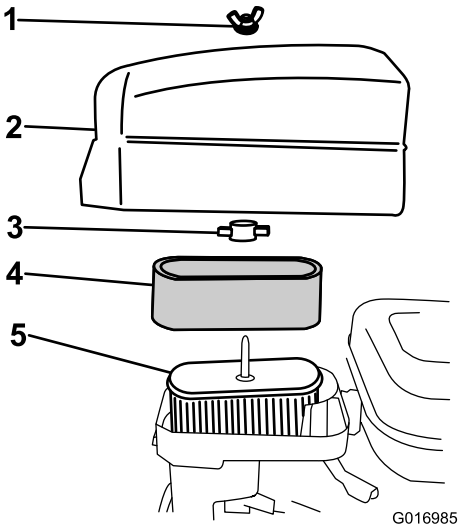

Figur 25
4. Hvis skumelementet er snavset, skal det fjernes fra papirelementet (Figur 25) og rengøres grundigt som følger: